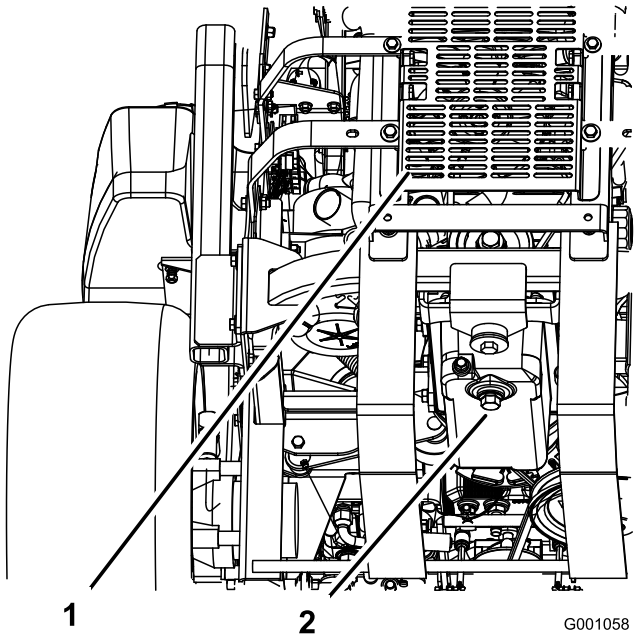

**Figuur 31**
5. Plaats een opvangbak onder de aftapplug. Verwijder de aftapplug en laat alle olie weglopen (Figuur 31).